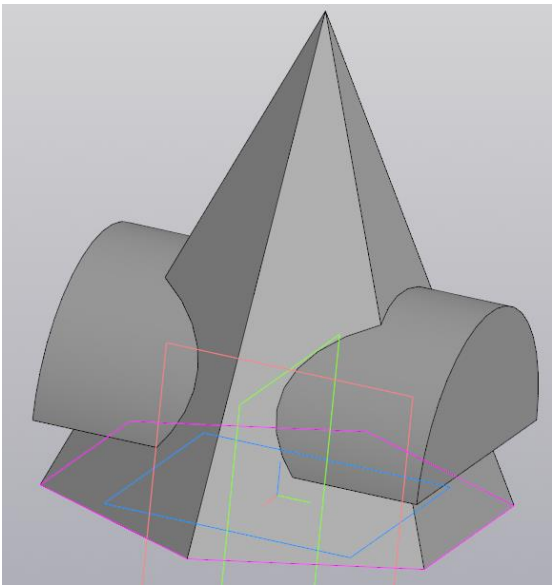

Рис. 8.20
8) Активизируйте команду ***Элемент выдавливания***. Постройте полуцилиндр, задав параметры: способ – ***Через все***, ***Второе направление***, способ – ***Через все***, ***Тонкостенный элемент*** отключен (рис. 8.20).